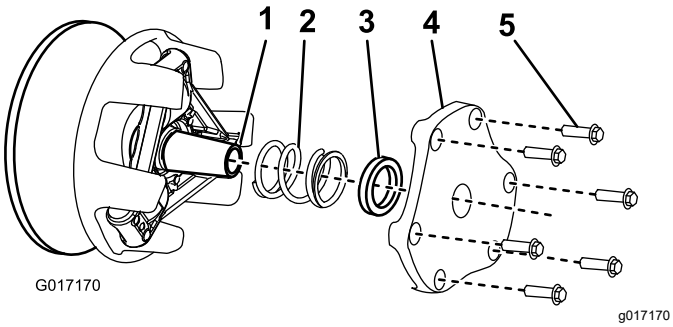

Figuur 54
4. Bewaar de kap, het afstandsstuk en de veer (Figuur 54).